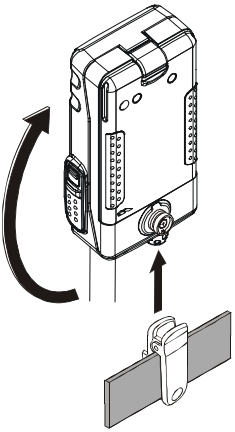

Figure 4
- ❒ To remove the **VX-177** from the Quick-Draw Belt Clip, rotate the **VX-177** 180 degrees, then slide the **VX-177** out from the Quick-Draw Belt Clip (Figure 4).